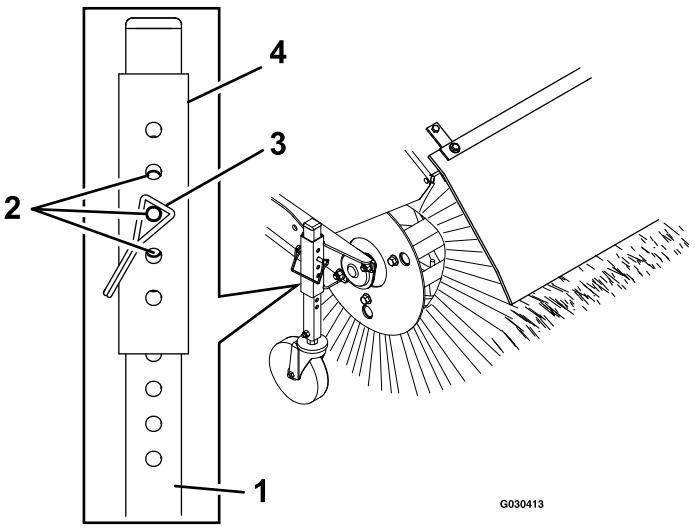

Rysunek 17
5. Aby wyregulować wysokość szczotki, wyciągnij bolec z rękawa regulacyjnego i tulei widelca koła (Rysunek 17).
7. W celu dokładniejszej regulacji przesuwaj rękaw regulatora o 1 otwór w dół lub w górę względem tulei widelca koła, zmieniając wysokość szczotki w odstępach co 3 mm (Rysunek 17). Powtórz czynności od 5 do 7 dla drugiego widelca koła.